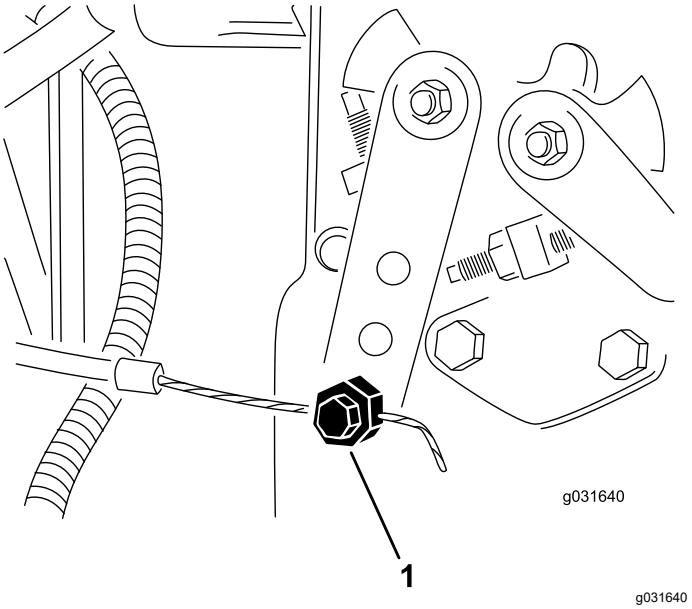

Figura 63
2. Allentate il raccordo del cavo dell'acceleratore sulla leva della pompa di iniezione (Figura 63).